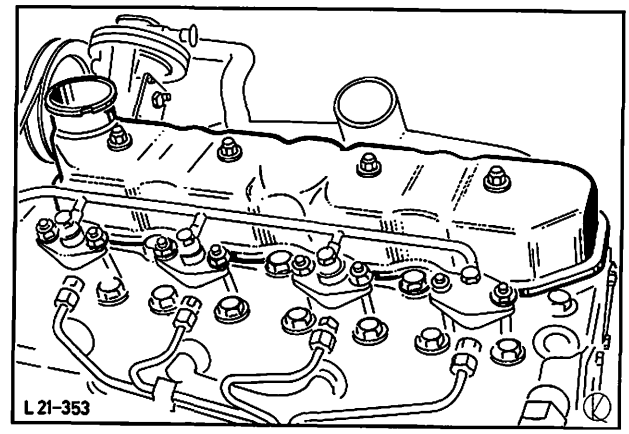

Abb. 141 Zylinderkopfhaube
2. Zylinderkopfhaube abmontieren, Abb. 141 (4 Muttern), und Kipphebelachse vorsichtig abschrauben (4 Muttern, 2 Schrauben).